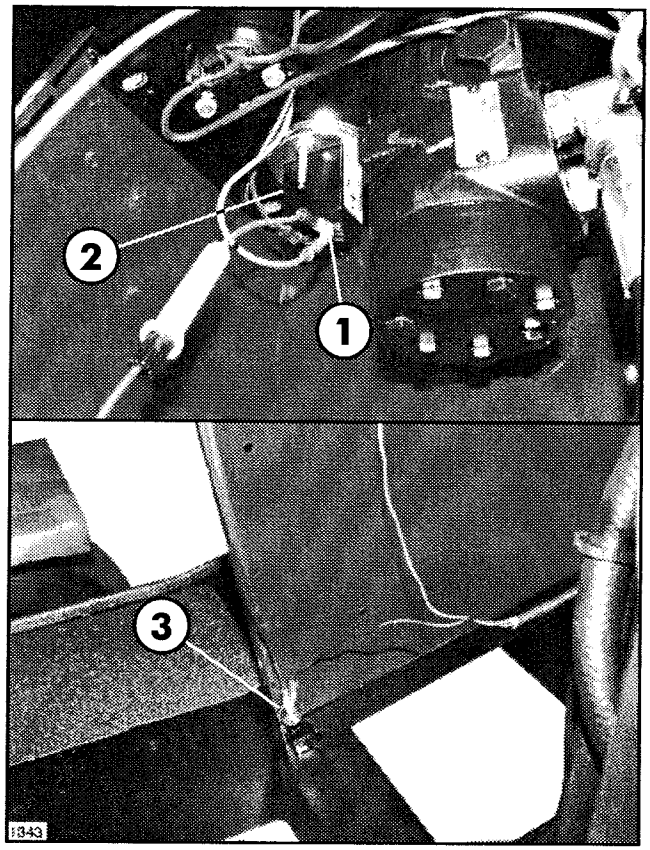

FIG. 4
11. Attach Ground Wire (black) along with Ignition Ground to the bolt securing the bottom of the L.H. Steering Console Panel to Vehicle Frame. See FIG. 4.
12. Unplug power wire (green) from Hour Meter and replace with Male/Female Connector on the Hot Wire (red). Plug Hour Meter power wire (green) onto Male/Female Connector. See FIG. 4 & 5.